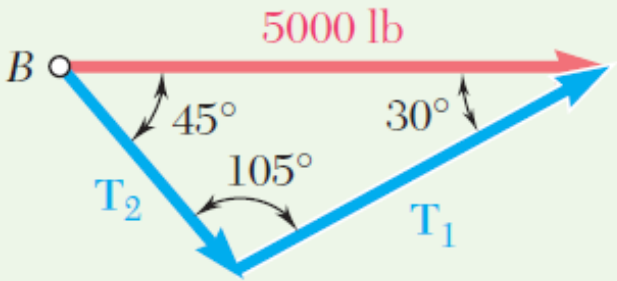

**Fig. 2** Triangle rule applied to add forces $\mathbf{T}_1$ and $\mathbf{T}_2$.
**Trigonometric Solution.** Use the triangle rule. Note that the triangle in Fig. 2 represents half of the parallelogram shown in Fig. 1. Using the law of sines,